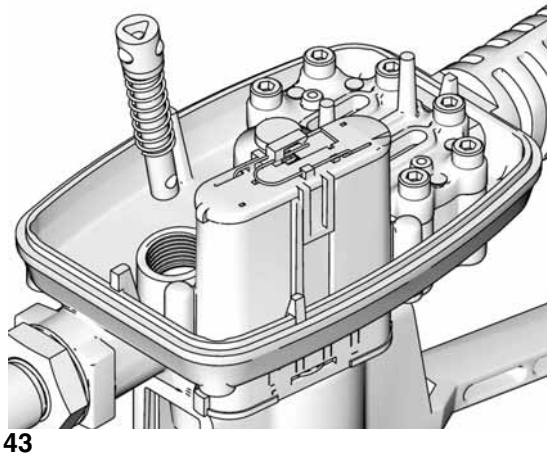

FIG. 43
3. Insérez la tige de déclenchement dans l'ouverture du boîtier de compteur (FIG. 43).